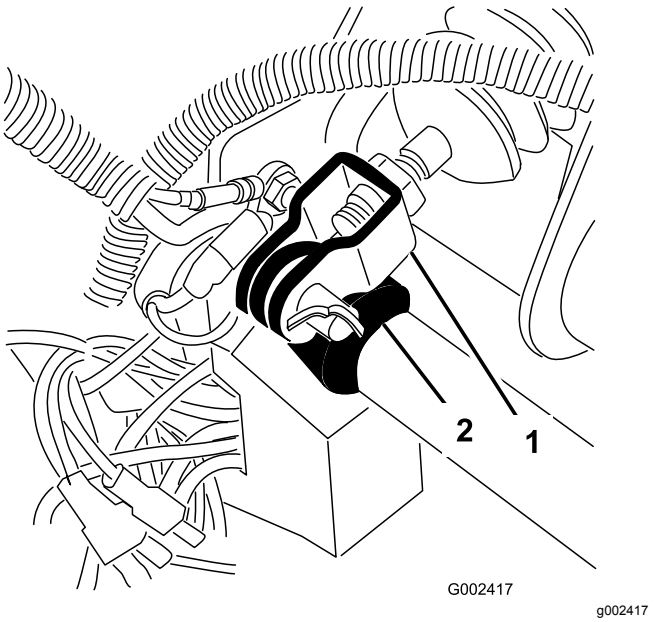

**Bild 60**
1. Nehmen Sie den Splint und Lastösenbolzen ab, mit denen das Hauptzylinderjoch am Bremspedalgelenk befestigt ist (Bild 60).